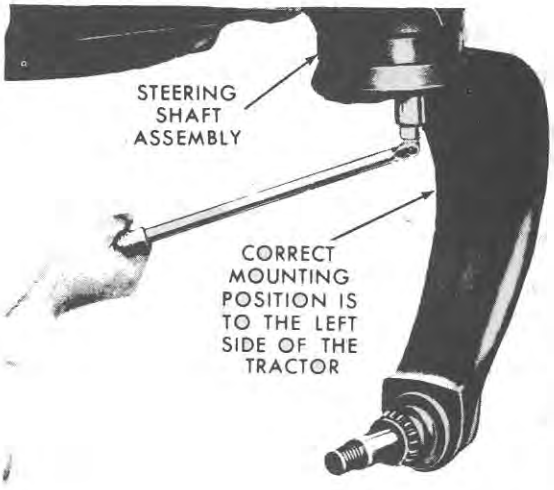

Figure 24
3. Remove the four bolts securing the spindle assembly to the steering shaft assembly. See Figures 24 and 25.
1. Align the holes in the spindle assembly with the holes in the steering shaft assembly, with the spindle in the correct position as shown in Figure 24 or 25, then install the four mounting bolts. Tighten the mounting bolts to a torque of 209 to 231 lbs. ft. (28.9 to 31.9 kgm).